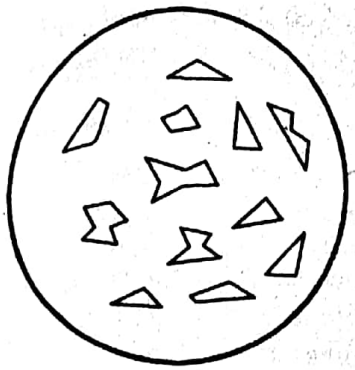

Fig. 17.2
1. Breccias. Breccias are mechanically formed sedimentary rocks, consisting of angular fragments as shown in Fig. 17.2. These sediments are heterogeneous in nature; cemented together by clay, iron oxide, silica or calcium carbonate and are generally more than 2 mm. in size.